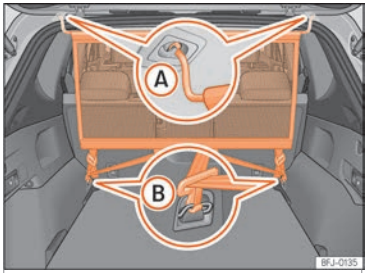

Fig. 132 Filet de séparation installé.
- Accrochez le filet de séparation dans le logement gauche du toit ››› fig. 132 Ⓐ. Assurez-vous de tirer la barre transversale vers le bas au-delà de la position haute.
- Accrochez le filet de séparation dans le logement droit du toit ››› fig. 132 Ⓐ.
- Accrochez les deux crochets du filet de séparation aux œillets d'arrimage du coffre à bagages ››› fig. 132 Ⓑ et serrez fermement les ceintures de fixation.
- Décrochez les crochets du filet des œillets d'arrimage ››› fig. 132 Ⓑ.
- Décrochez le filet de séparation du logement droit du toit ››› fig. 132 Ⓐ en appuyant sur la barre transversale.